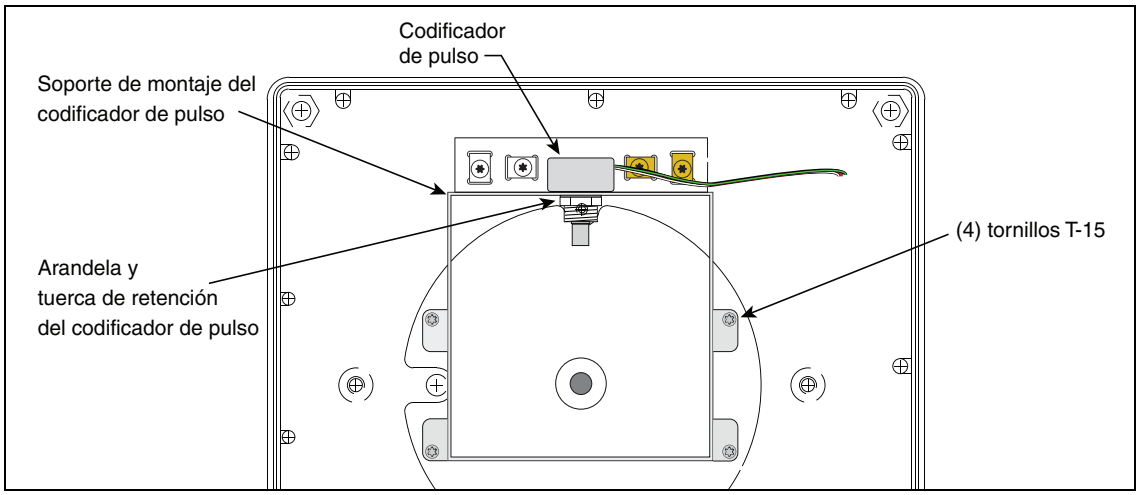

Figura B-1. Fije el soporte de montaje del codificador a la base del monitor
Localice el soporte de instalación de V-R con el kit de codificador (ref. 845900-015). Consulte la Figura B-1 para localizar el codificador de pulso, la tuerca y arandela de sujeción y el soporte de montaje en el EMR-4.
2. Usando cuatro tornillos 6-32 x 0.25, T15, sujete el soporte del codificador a la base del monitor como se muestra en la Figura B-1. Sujete el codificador de pulso al soporte utilizando una tuerca y la arandela de sujeción, como se muestra.